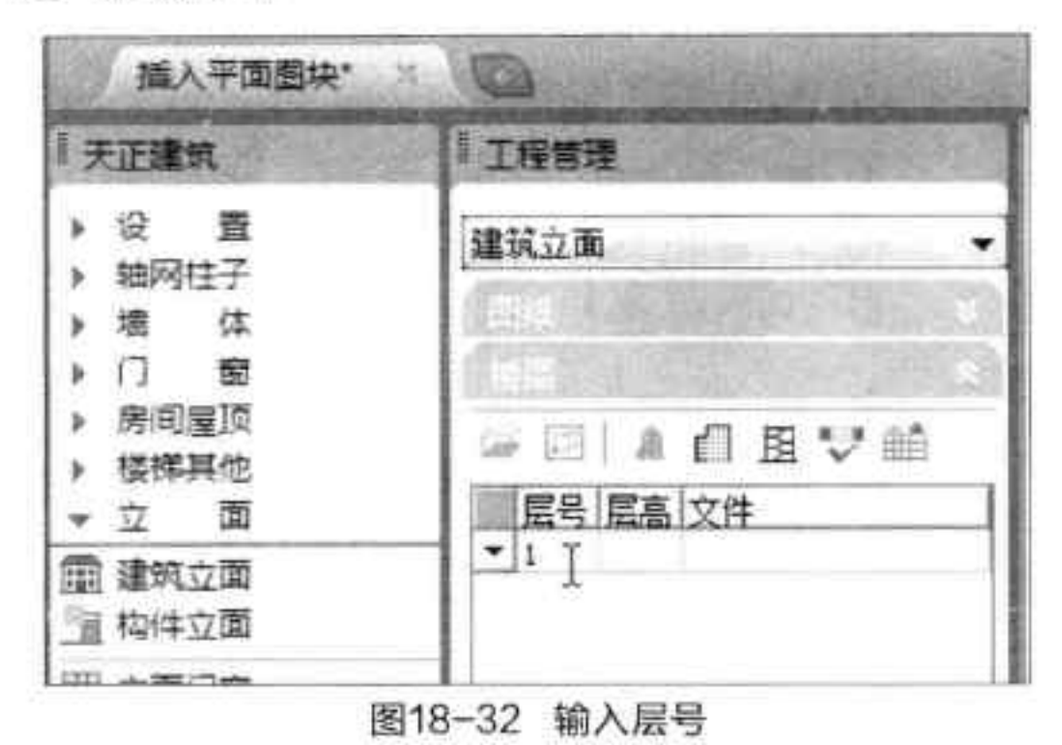

图18-32 输入层号
Step 04 在“工程管理”窗格中，单击“楼层”下拉按钮，并在“层号”列表中输入“1”，如图 18-32 所示。